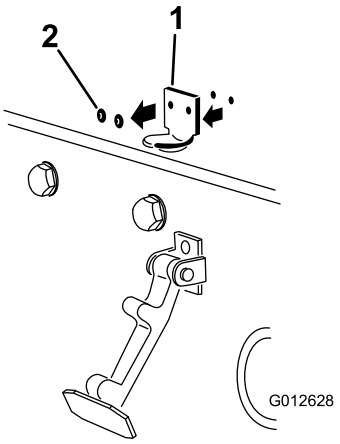

Figur 7
2. Fjern de to naglene som fester panserlåsbraketten til panseret (Figur 7). Fjern de to panserlåsbrakettene fra panseret.